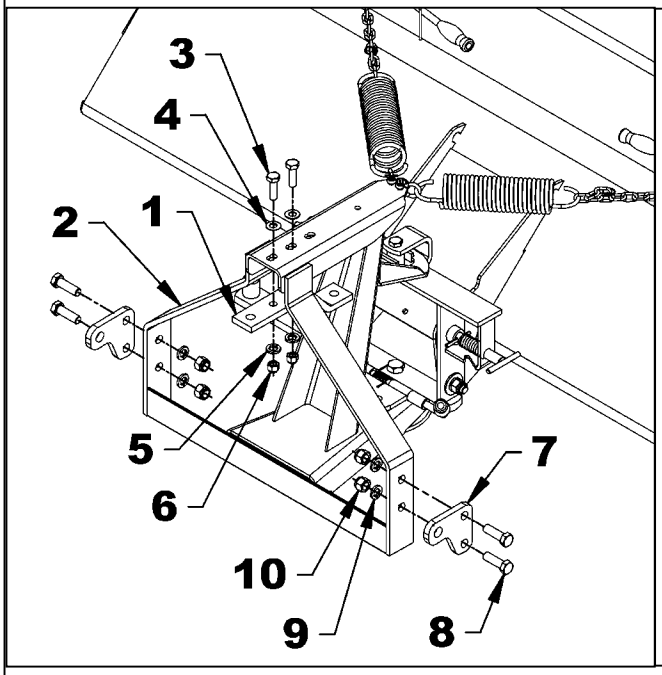

Figure 7C
- **Si la distance A est plus grande que 3", utiliser l'option d'installation 1 - figures 7C-8C.**
1. **Figure 7C ou 9C:** Tel qu'illustré, fixer le support supérieur commun (item 1) à l'attache universelle (item 2) à l'aide des 2 boulons hex. 1/2"NC x 1 3/4" lg. (item 3), rondelles plates dia. 9/16" de trou (item 4), rondelles de blocage 1/2" (item 5) et écrous hex. à bague de nylon 1/2"NC (item 6). Le support supérieur commun (item 1) doit être placé à l'extrémité des trous oblongs, vers l'avant du balai.
2. **Figure 7C ou 9C:** Tel qu'illustré, Fixer les 2 supports inférieurs communs (item 7) à l'attache universelle (item 2) à l'aide des 4 boulons hex. 5/8"NC x 2" lg. (item 8), rondelles de blocage 5/8" (item 9) et écrou hex. à bague de nylon 5/8"NC (item 10).